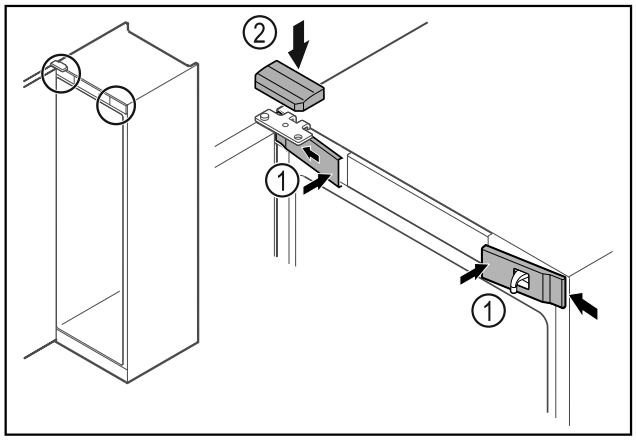

Fig. 42
▶ Acroșați apărătorile frontale *Fig. 42 (1)* lateral și fixați-le în poziție.
▶ Fixați în poziție apărătoarea superioară *Fig. 42 (2)* de sus.